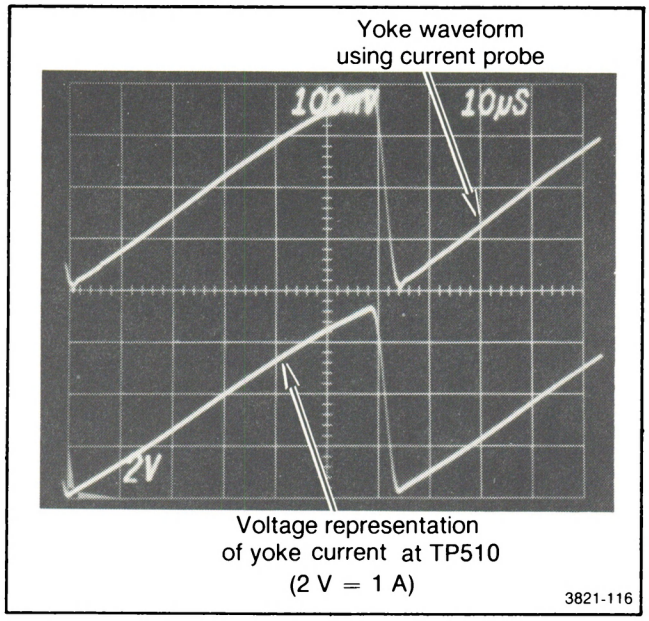

Fig. 9-14. Comparison of yoke current and voltage representation at TP510. Waveforms should be within ±5% of each other.
g. With the voltage probe from the oscilloscope, monitor TP510. Connect the current probe to the horizontal deflection yoke lead so the polarity of the waveform matches the waveform at TP510. The waveform at TP510 is a voltage representation of yoke current (a 1.0 A signal in the yoke causes a 2.0 V signal at TP510). Verify the accuracy of the volts-to-current conversion, to within ±5.0%, by comparing against the waveform from the current probe. See Fig. 9-14.